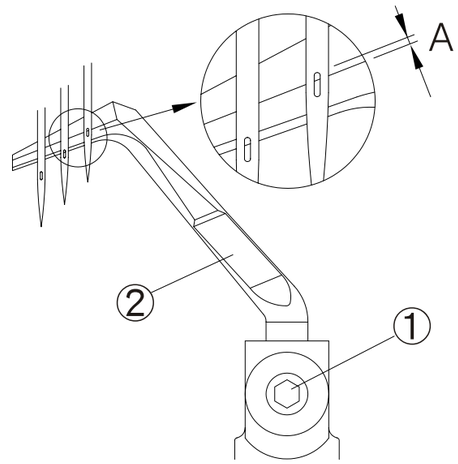

Fig. 16
(3) Cuando la aguja este en el punto mas bajo, la línea extendida A es 1/3 del ojal de la aguja izquierda.(Fig. 16)
(4) Para ajustar, por favor afloje el tornillo 1 y mueva el protector de aguja 2 arriba y abajo.